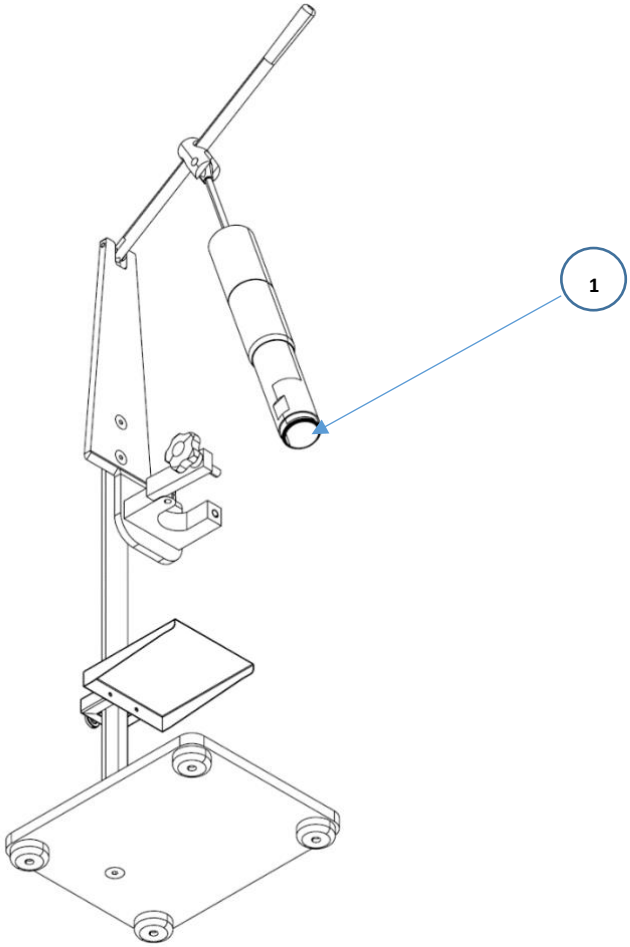

Fig. 18
С разобранным оборудованием можно получить доступ и очистить дозирующую камеру (1), рис. 18.